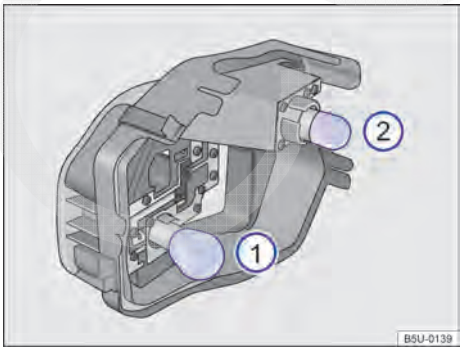

Fig. 174 No suporte das lâmpadas: localização das lâmpadas.
10. Para remover as lâmpadas incandescentes queimadas → Fig. 174 ① e ②, pressionar a lâmpada contra o suporte e girar, ao mesmo tempo, no sentido anti-horário.
12. Para inserir as lâmpadas novas ① e ② no suporte, pressionar a lâmpada e girar, ao mesmo tempo, no sentido horário, até o batente.
A localização e a identificação das lâmpadas incandescentes → Fig. 174 estão relacionadas a seguir: